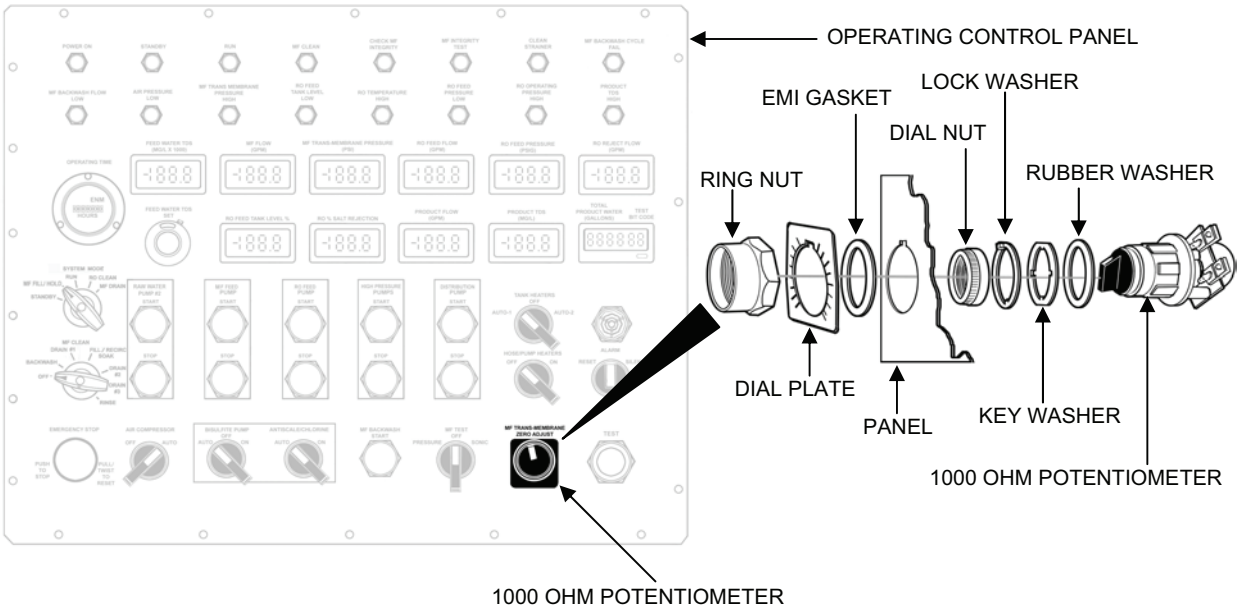

Figure 14. 1000 Ohm Potentiometer Assembly Replacement.
a. Remove the 1000 ohm potentiometer as follows (see Figure 14):